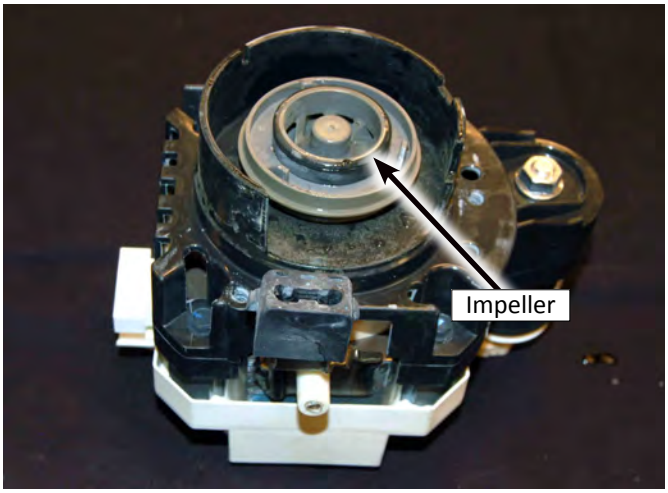

Figure 10
11. Remove Impeller Assembly - Figure 10 shows the motor and impeller assembly.